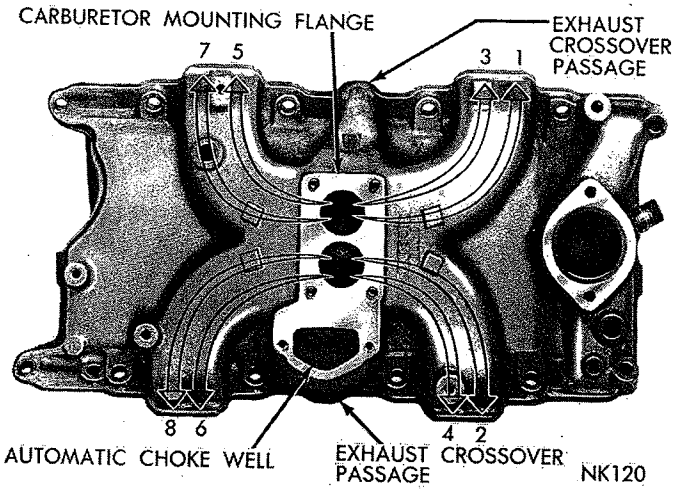

*Fig. 12—Intake Manifold (273 Cu. In. Engine)*
(1) Clean manifold in solvent and blow dry with compressed air. Inspect manifold for cracks.
(2) Inspect mating surfaces of manifold for parallelism with a straightedge.
(3) Inspect exhaust crossover passages through manifold (Fig. 12). If passages are coated with hard, black carbon, they should be scraped clean and sandblasted to remove the carbon deposits.
(4) Install intake manifold, using new gaskets. Tighten manifold screws to 35 foot-pounds.